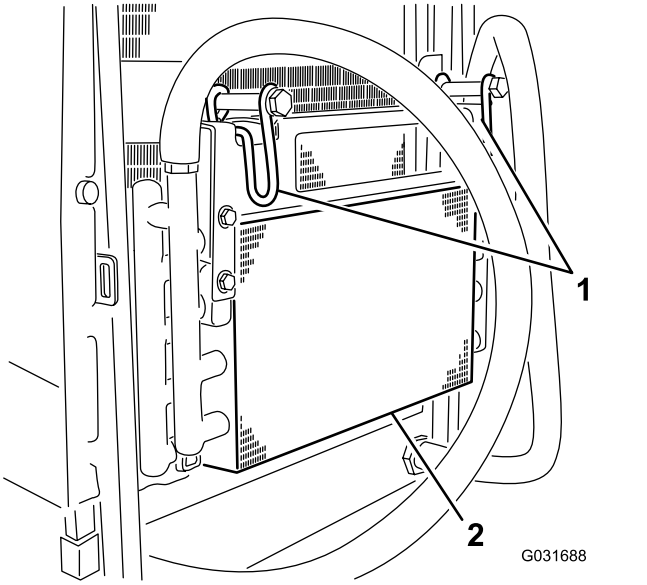

Figur 49
5. Drej låsehåndtagene indad, så oliekøleren løsgøres (Figur 49).